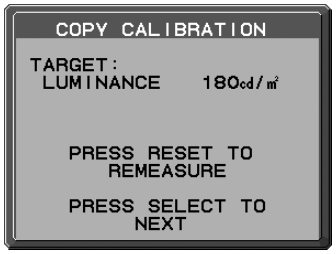

**Рисунок C.5**
6. После копирования информации с монитора A параметры яркости будут сохранены и отображены на экране монитора B. Значение яркости не регулируется (**Рисунок C.5**). Белые точки монитора A и монитора B должны совпадать.